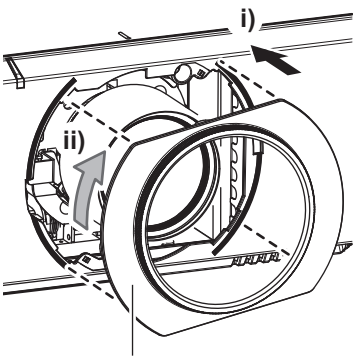

**Figura 3**
**3) Coloque la cbierta de la base de la lente. (Figura 3)**